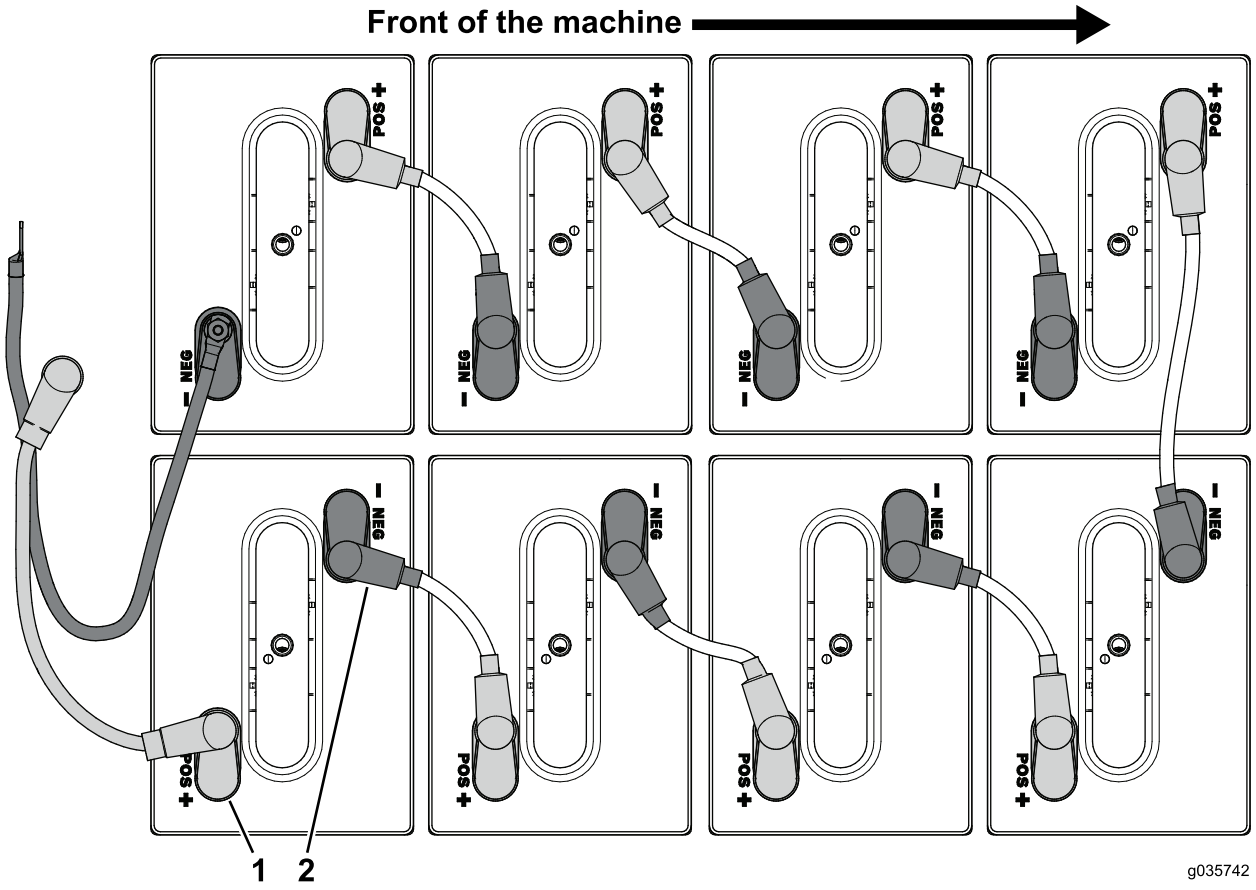

Figura 98
4. Ligue os cabos da bateria ligados ao terminal positivo (+) nas baterias no tabuleiro da bateria dianteiro (Figura 98).
5. Ligue os cabos da bateria ligados ao terminal negativo (-) nas baterias no tabuleiro da bateria dianteiro (Figura 98).